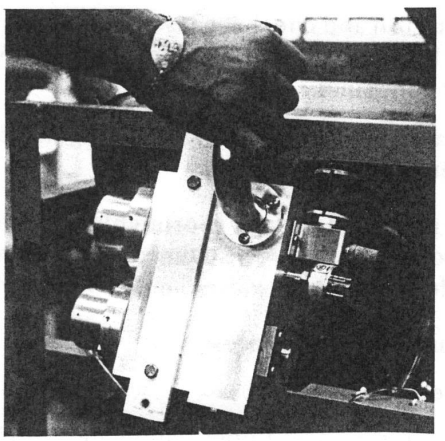

Figure 6-17. Lifting Valve Block Assembly Clear of Frame
4. Using a 7/16-inch wrench, remove the top and bottom bolts from the front of the valve block bracket. Lift the valve block assembly to clear the frame cross-member, then swing the bottom clear and remove (Figure 6-17).